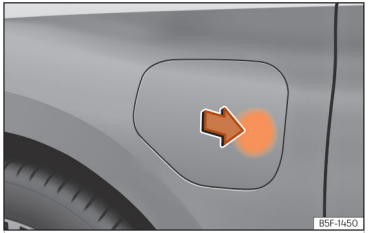

Abb. 59 Öffnung der Batterieladeklappe
- Drücken Sie auf den Pfeilbereich der Batterieladeklappe, um sie zu öffnen ››› (Abb. 59).